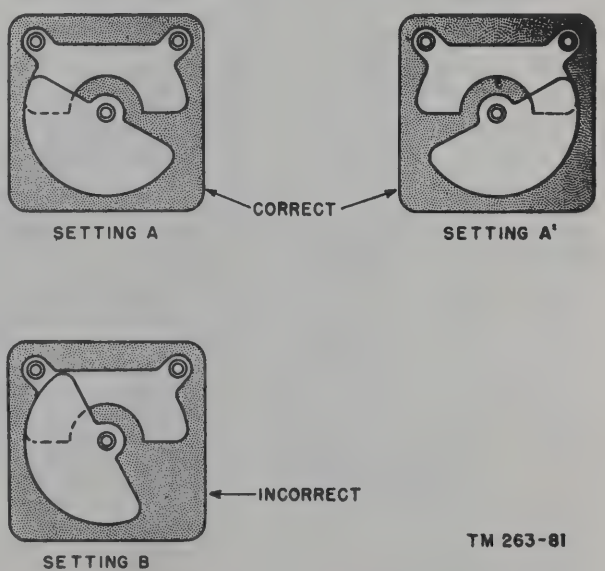

Figure 162. Determination of correct settings of oscillator trimmer capacitor C25, C26, and C27.
Note. It may be found that there are three positions of C27 (when rotated 360°) which will give a maximum reading on the output meter. Follow the procedure given in either paragraph 222 or 223 before following step (*d*) below. If there are only two positions found for a maximum output reading when rotating C27 for 360°, then proceed directly to step (*d*) below. Figure 162 shows the three settings of the oscillator trimmer capacitor that give three maximum output readings.
d. When adjusting an oscillator trimmer that gives two responses (A and B settings or A' and B settings on fig. 162), it is better to shift the signal-generator frequency to the image frequency to assure that the image frequency is above the signal frequency. If the signal frequency is 6.2 mc, the image frequency should be heard when the generator is tuned to 6.2 mc plus twice the intermediate frequency (6,200 kc + 912 kc = 7,112 kc or 7.112 mc). The output of the signal generator must be increased considerably to hear the response at the image frequency. If no signal is heard where the image signal is supposed to be received, tune the generator to the low side of the signal frequency and search for a response at a frequency lower than the signal frequency by an amount equal to twice the intermediate frequency. In this case, 6,200 kc (6.2 mc) —912 kc = 5,288 kc or 5.288 mc. If the image frequency is below the signal frequency, the oscillator trimmer has been adjusted to the wrong response.
223. Oscillator Trimmer Adjustment, Practical Method (fig. 162)